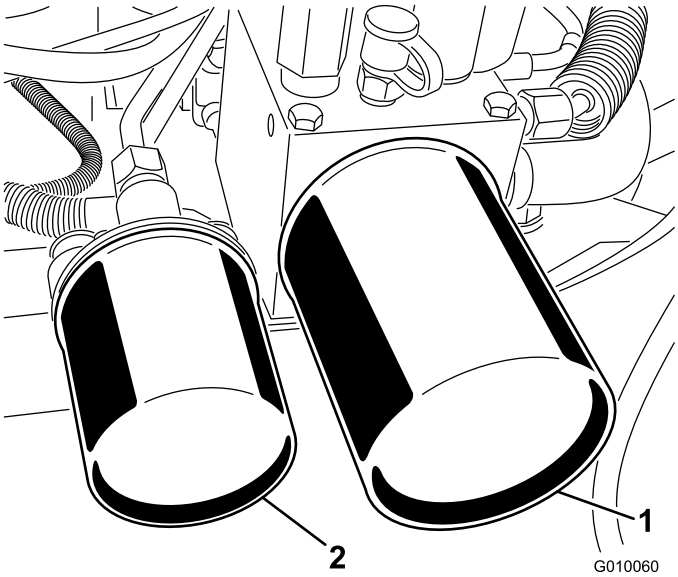

Figuur 60
2. Plaats een opvangbak onder de filters. Verwijder de oude filters en veeg de pakking van het filtertussenstuk schoon (Figuur 60).